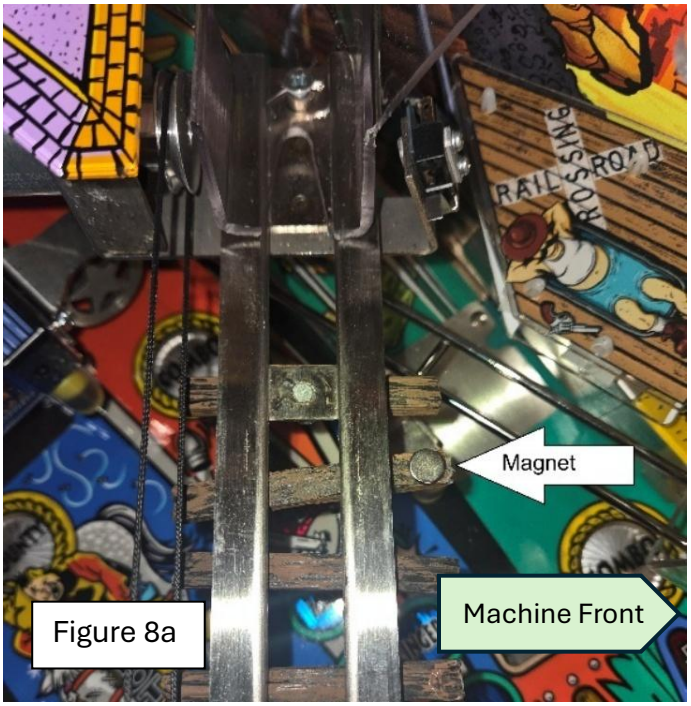
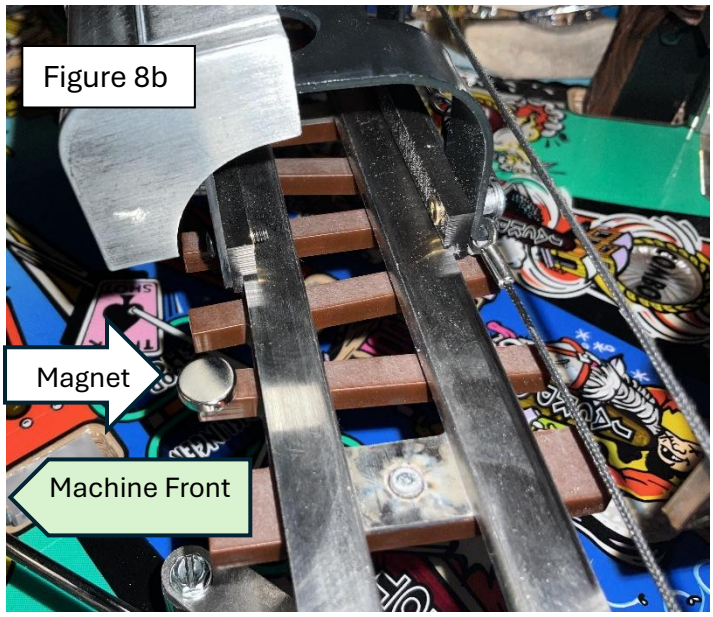

Figure 8a
Figure 8b
Step 8B. (railroad ties) Make sure that the train is in the parked position on the right of the playfield. Note the position of the rear of the three front train wheels relative to the railroad ties. The closest railroad tie to this position will be the location of the added magnet, just below the colored dot on the train light assembly. The location is typically the second rail from the train starting point. Now move the existing train about a foot to the left to gain access to the train parked position and the railroad tie just identified. Remove the adhesive cover on the single magnet, clean the tie with the alcohol wipe provided, and place the magnet on top of that rail. Position the magnet on rail with enough clearance from the metal rails so that train frame passes the magnet without hitting it. The magnet should be facing up on the rail and be on the rail side closest to the pinball machine front. Figure 8a shows the position of the magnet for typical aftermarket railroad ties while figure 8b shows the magnet location for the CC LE game. There should be adequate clearance, but if any part of the train hits the magnet, the magnet must be moved or lowered on the rail. Once everything is installed, the magnet must be located just below the colored dot on the train light assembly.